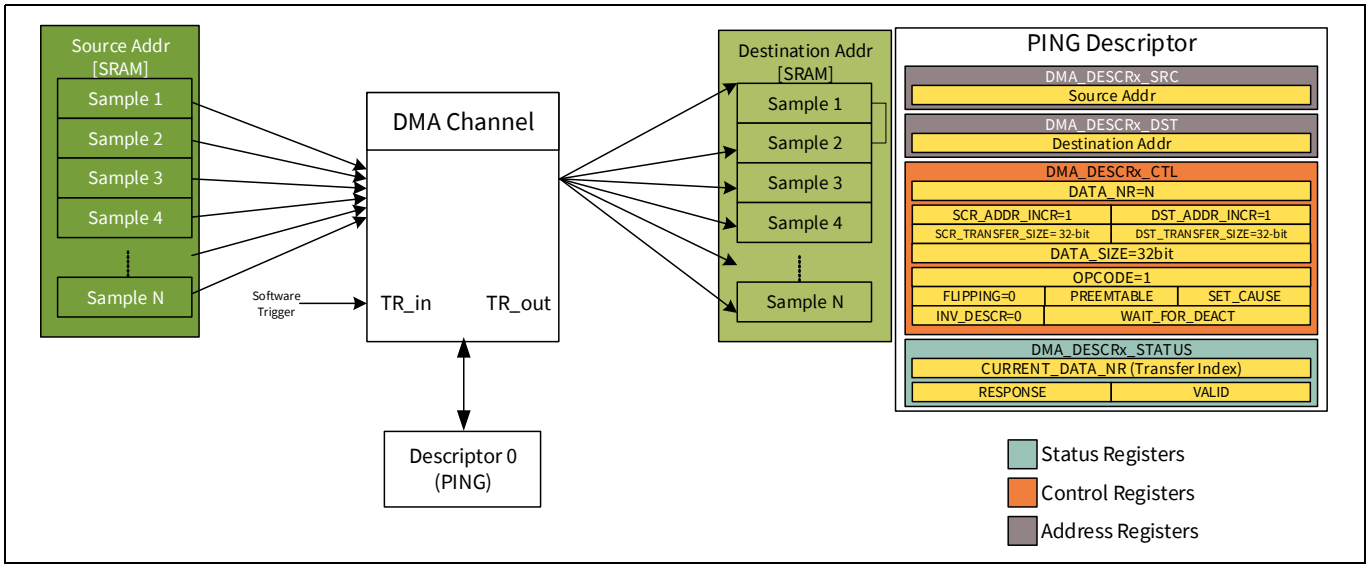

**Figure 6-7. DMA transfer example with OPCODE 1**
**Figure 6-7** shows an OPCODE 1 transfer, which transfers the entire contents of the source buffer into the destination buffer. The entire transfer is part of a single PING descriptor and is completed on a single trigger.